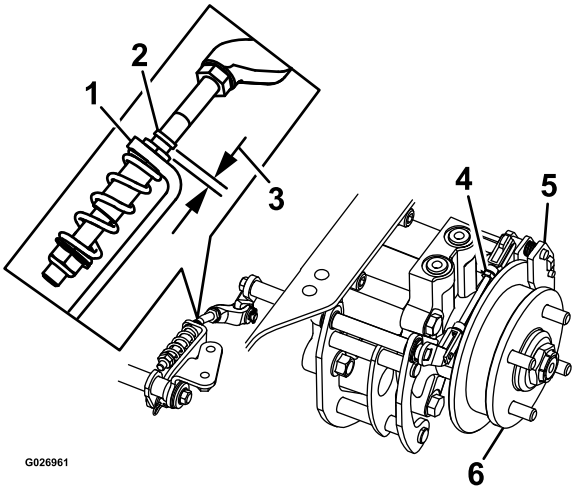

Figur 74
8. Kontroller, at der er et synligt mellemrum mellem L-bøjlen og forbindelsesstoppet (Figur 74).